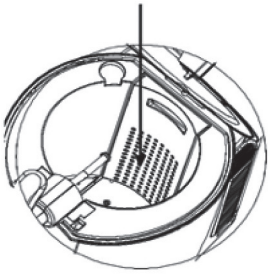

Figure 5
5. La tireuse à bière peut fonctionner sans eau. Pour de meilleurs résultats, versez 800 ml d'eau ou remplissez la cavité de refroidissement jusqu'au repère maximal (Figure 5).